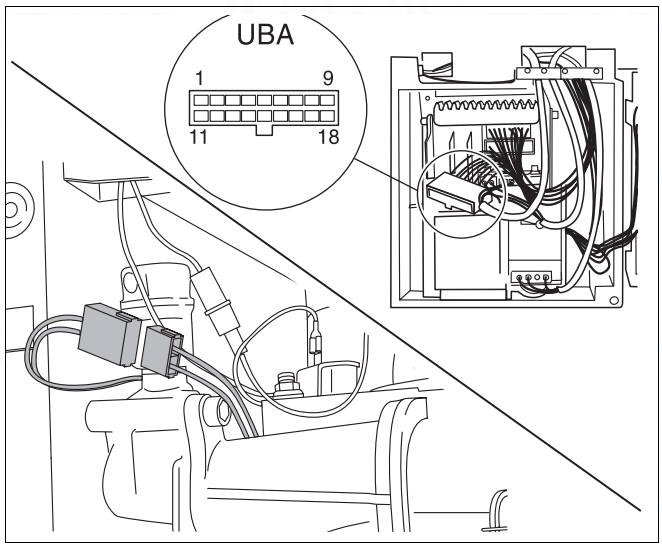

Fig. 69 600 - 11S / 19S / 24S / 24C: checking the safety sensor connection lead
- Use a continuity tester to check the cable between the plug-in connection and the 18-pin plug in the UBA. The test should be carried out on connections 06-18 and 08-18 (fig. 69).